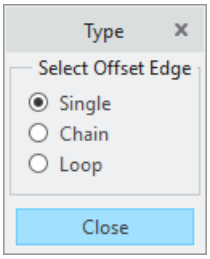

Figure 3-18 *The **Type** dialog box*
1. Choose the **Offset** tool; the **Type** dialog box will be displayed with the **Single** radio button selected by default, as shown in Figure 3-18. To create an offset of a single sketched entity, choose the **Single** radio button and then select the entity to be offset; the **Enter offset in the direction of the arrow [Quit]** edit box appears on the top of the drawing area. Also, an arrow is displayed on the selected entity. This arrow shows the direction in which the resulting entity will be created.